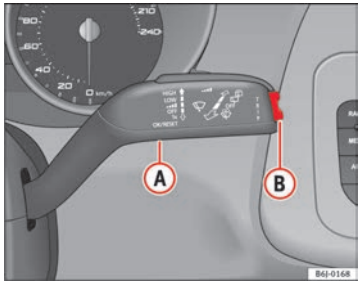

Fig. 34 Window wiper lever: button A and rocker switch B
– With the ignition switched on, briefly press button ⇒ Fig. 34 (A) on the window wiper lever to move from one memory to another.